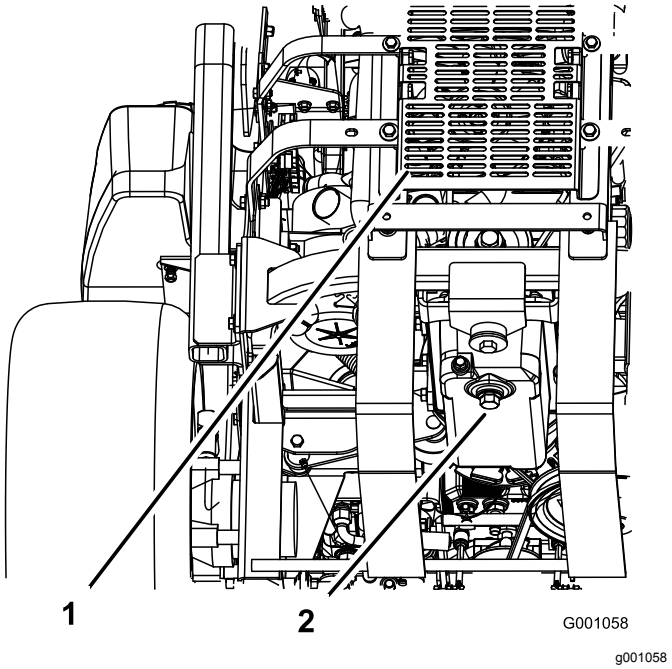

**Figuur 66**
5. Plaats een opvangbak onder de aftapplug. Verwijder de aftapplug en laat alle olie weglopen (Figuur 66).